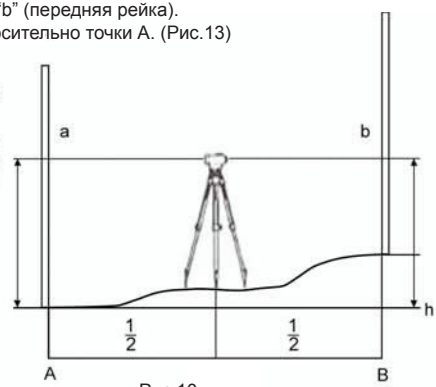

Рис.13
1) Установите прибор приблизительно посередине между точками A и B (Рис.13).
4) Разность отсчетов “a и b” является превышением “h” точки B относительно точки A. (Рис.13)